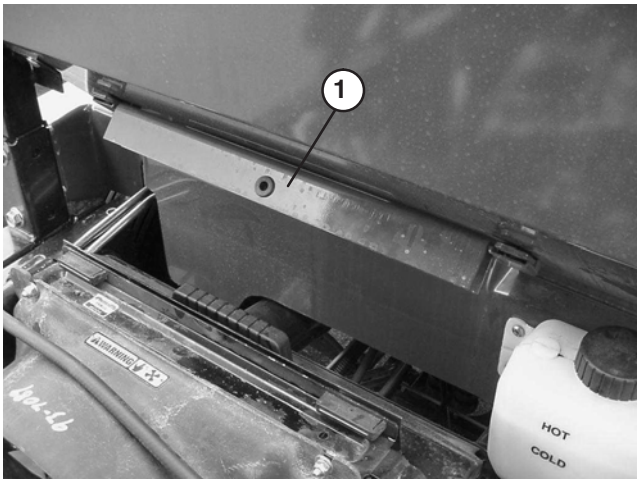

Figure 39
2. Sortez la béquille de sécurité des supports de rangement au dos de l'arceau de sécurité (ROPS) (Fig. 39).